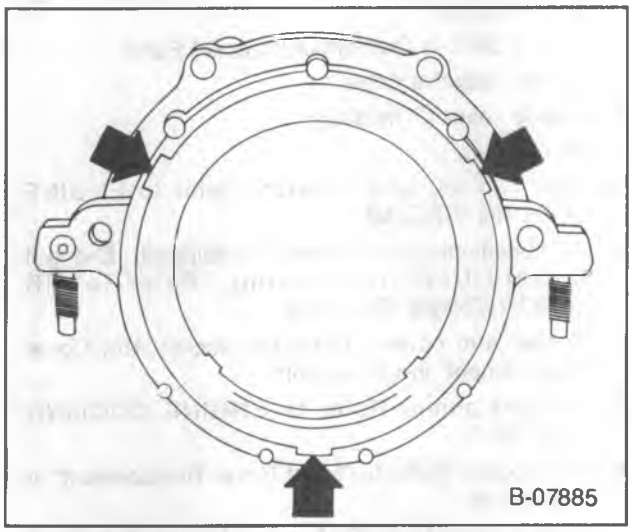

Figure 19—Seal Removal Notches
Remove or Disconnect (Figure 19)
3. Rear crankshaft oil seal. Insert a screwdriver into the notches provided in the seal retainer and pry the seal out (figure 19). Take care not to damage the crankshaft seal surface.
Remove or Disconnect (Figures 19 and 21)
4. Screws (80) and nuts (81).
5. Seal retainer (82).
6. Gasket (84).
7. Rear crankshaft oil seal. Insert a screwdriver into the notches provided in the seal retainer and pry the seal out (figure 19).